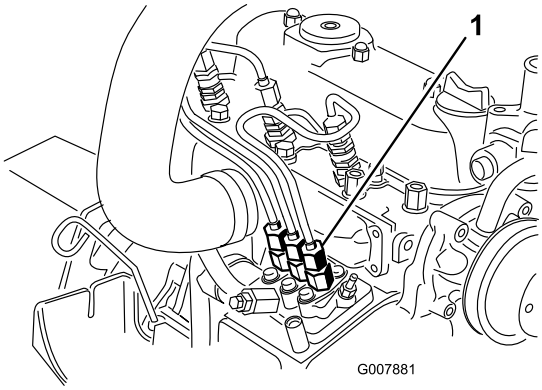

**Figur 44**
1. Placer en klud under rørforbindelsen, der kommer fra indsprøjtningspumpen til indsprøjtningsdyse nr. 1 som illustreret i Figur 44.